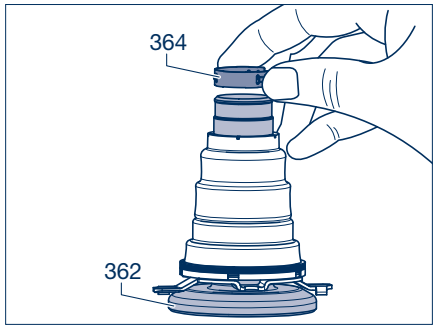

Рисунок 5
[7] Легко смазать уплотнительную поверхность (стрелка) нового гофрированного чехла (363) смазкой BPW ECO Disc и с помощью монтажного инструмента (BPW № 02.0130.45.10) надеть на толкатель (362). При этом следить за правильным положением гофрированного чехла (см. также рис. 5).